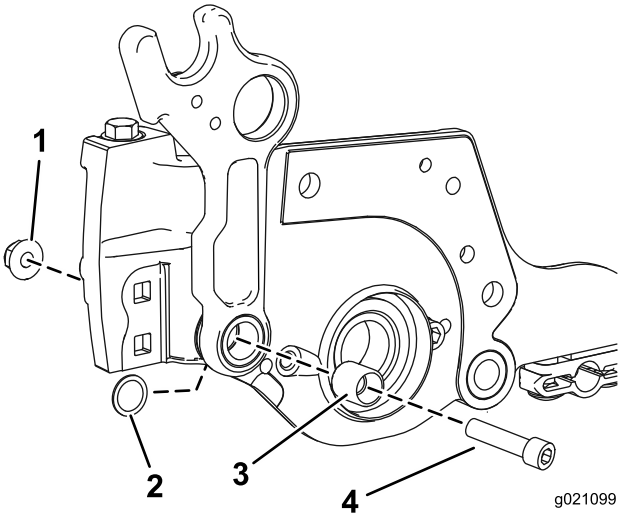

Figuur 5
5. Monteer een bout (3/8–16 x 1-1/4 inch) en een nieuw afstandsstuk. Bevestig ze met de bijgeleverde moer (Figuur 5).
Opmerking: Zorg dat de platte ring zich tussen het frame en de zijplaat bevindt, en dat de platte ring rond het afstandsstuk in Figuur 5 zit.